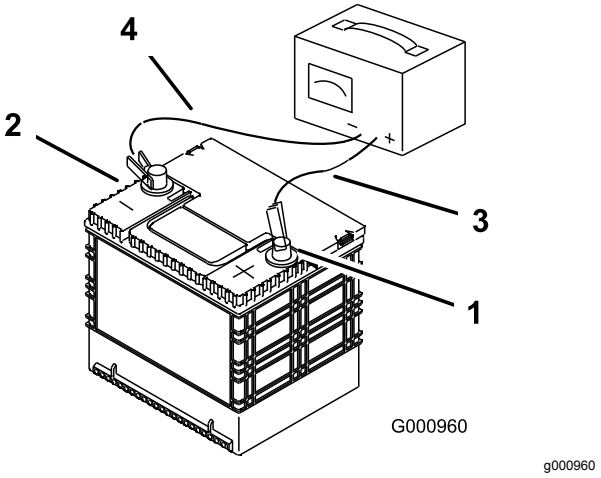

Figur 57
2. När batteriet är fulladdat ska laddaren först kopplas bort från eluttaget och sedan ska laddningskablarna lossas från batteripolerna (Figur 57).